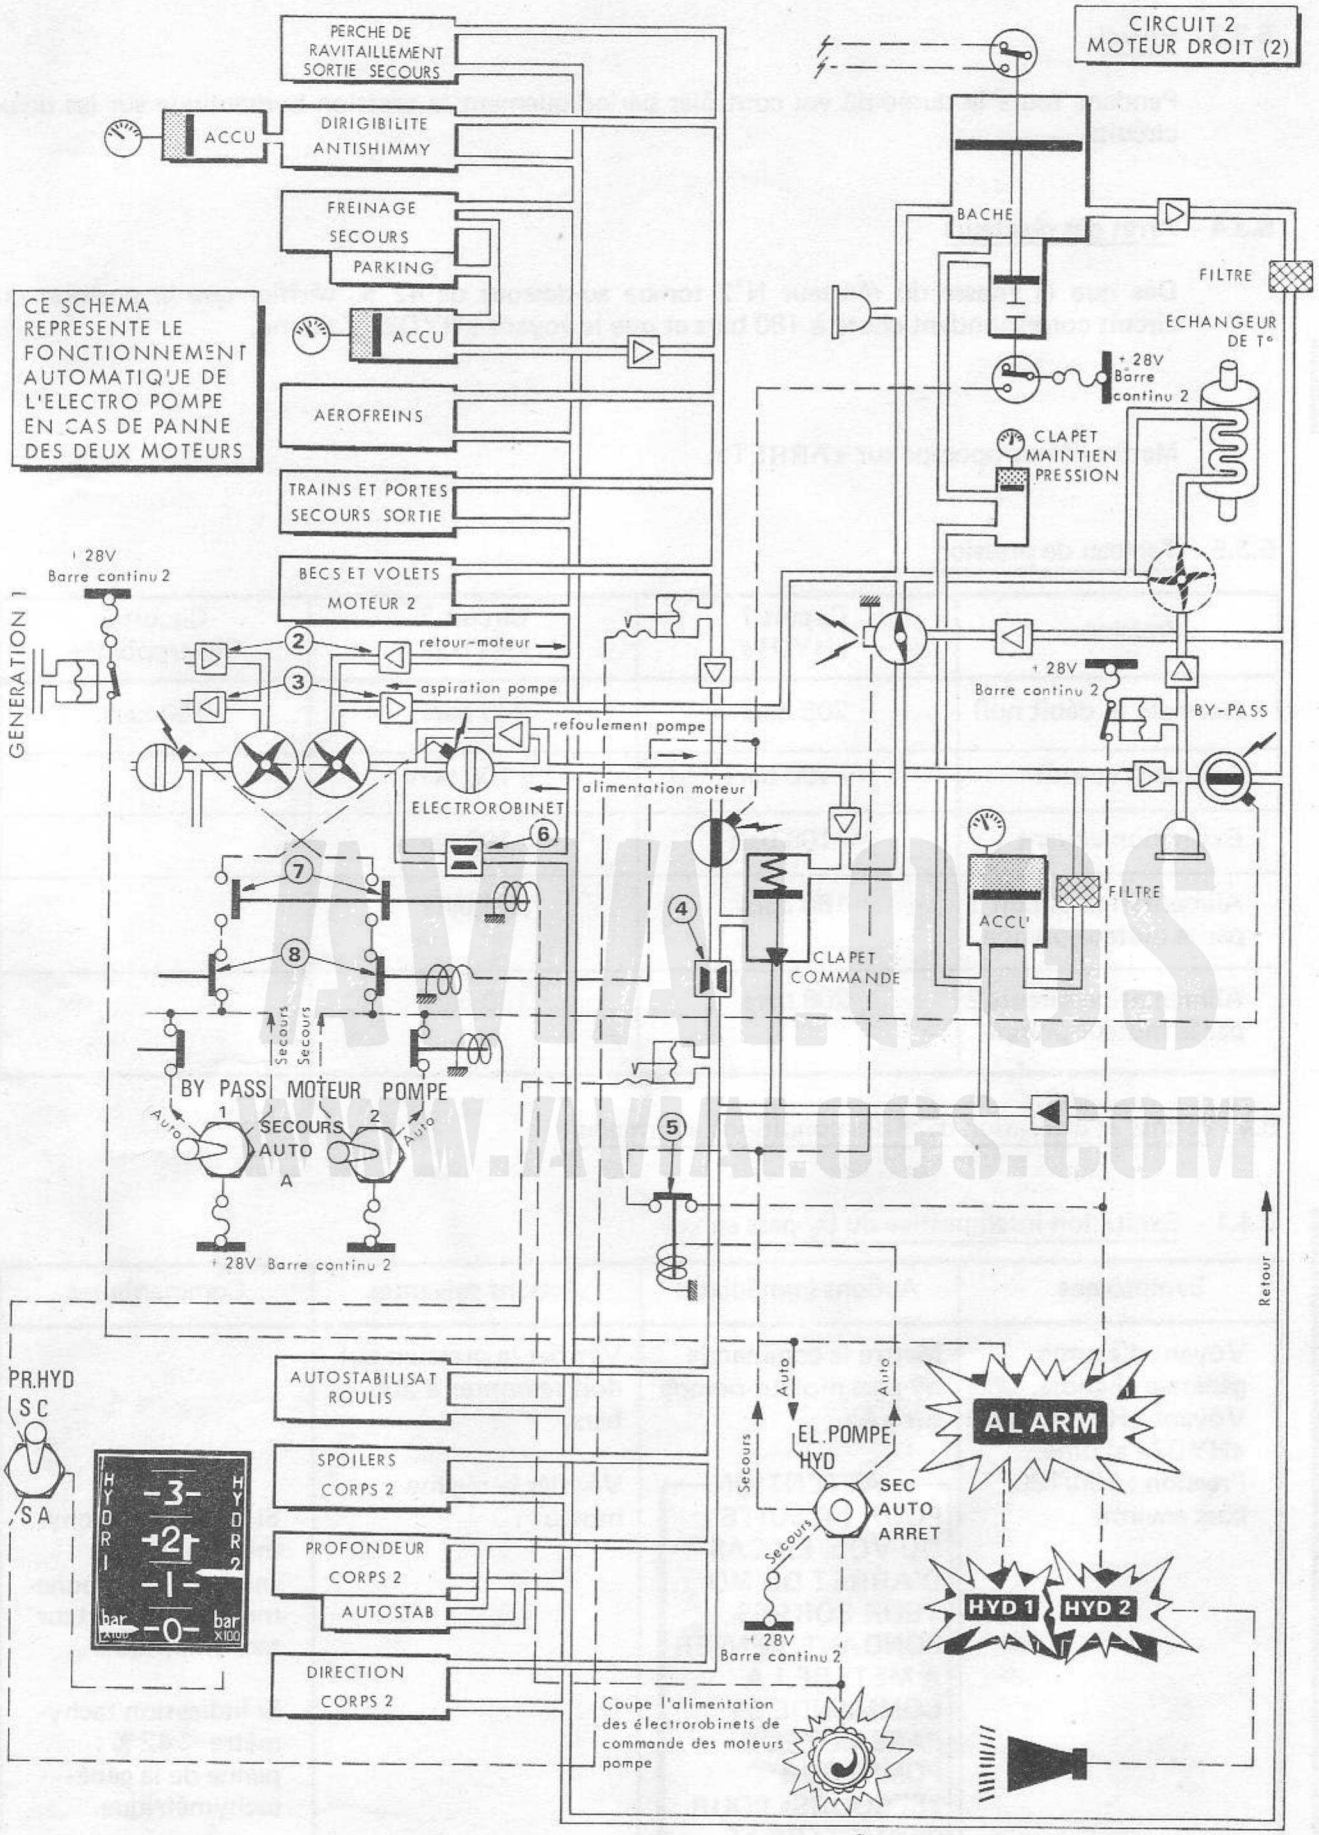

FIGURE 3 - SCHEMA PARTIEL DU CIRCUIT 2 EN FONCTIONNEMENT SECOURS
5.4.6 - Panne totale circuits 1 et 2 (Fig. 3)